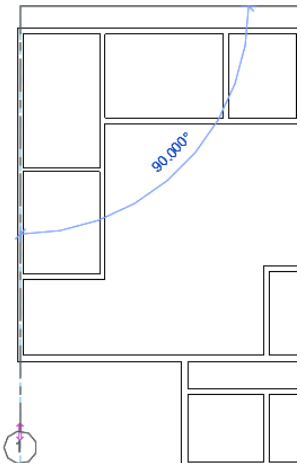

Figure 3-75 *Specifying the grid line drawn at first point*
5. Move the cursor vertically downward and click outside the south wall to specify the endpoint of the grid line, as shown in Figure 3-75.